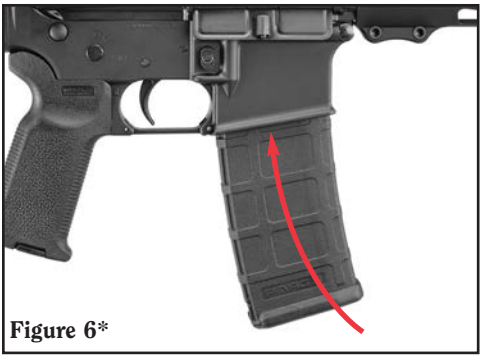

Figure 6*
See Figure 6. The magazine may be inserted with the bolt carrier either in the closed or open position (see "Bolt Catch" section p. 13), although significantly more force may be necessary to properly seat the magazine with the bolt in the closed position.
* **NOTE** – Figures 6 and 7 depict 30-round magazines. Some HARRIER™ rifles are shipped from the factory with magazines of various appearance and capacity.